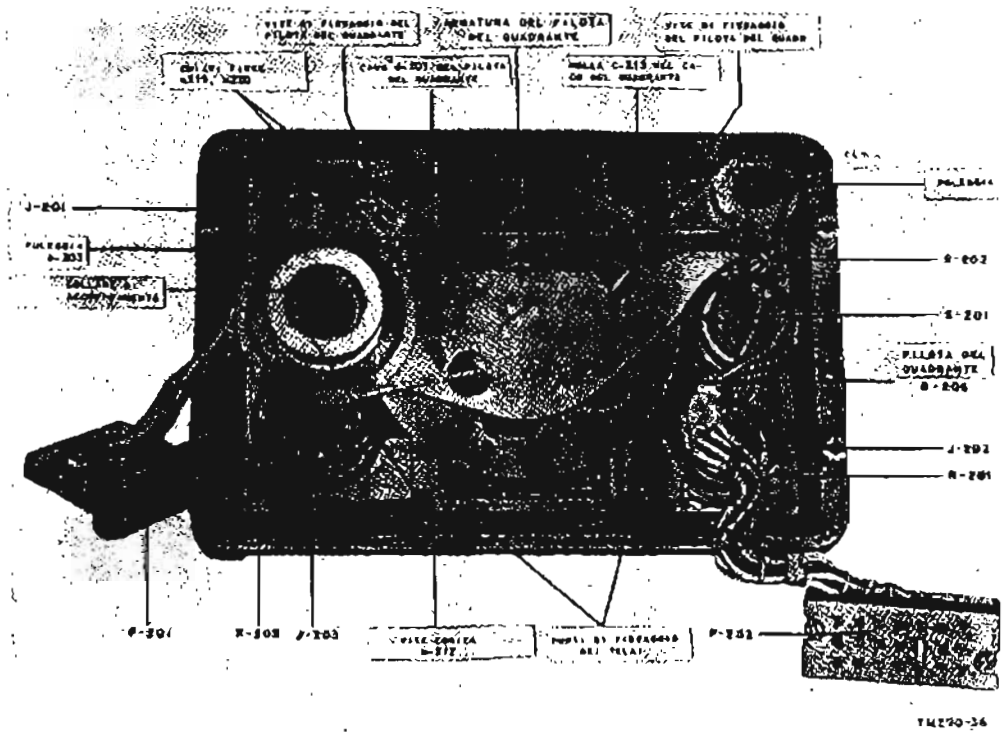

FIG. 42 - Rice-Trasmettitore RT-70(*)/GRC, vista posteriore del pannello.
(1) Disimpegnare il pannello dal resto dell'apparato per consentire l'accesso al resto del pannello (fig. 42). Inserire i denti della chiave nelle apposite tacche del dado del connettore. Ruotare la chiave in senso antiorario finchè il dado viene rimosso. Togliere la rondella.
(2) Dissaldare i fili.
(3) Rimuovere il connettore dal retro del pannello.
(4) Assicurarsi che il nuovo connettore sia munito di guarnizione di gomma.
(5) Saldare tutti fili al nuovo connettore.
(6) Pulire, eliminando le gocce di stagno.